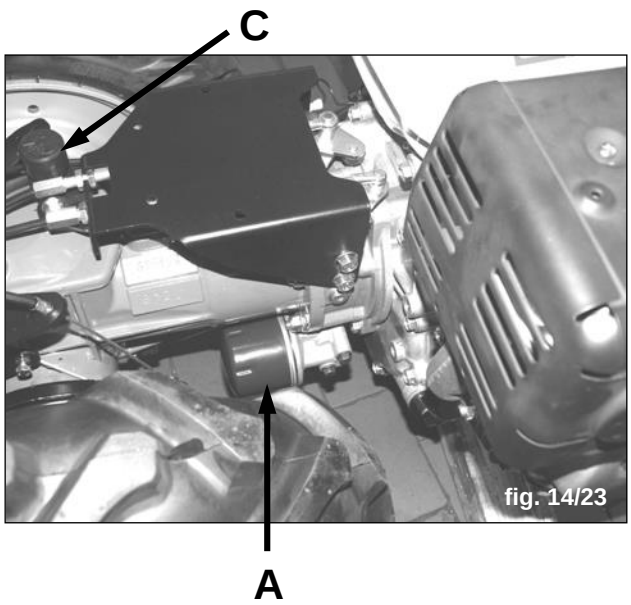

fig. 14/23
VARJE VECKA - Ställ maskinen på en horisontell yta och kontrollera att oljan når upp mellan de två markeringarna **1** och **2** på oljestickan **C** (fig. 14/24).
- Byt oljefiltret **A** (fig. 14/23)
- Rengör magnetpluggen (**B** fig. 14/25).